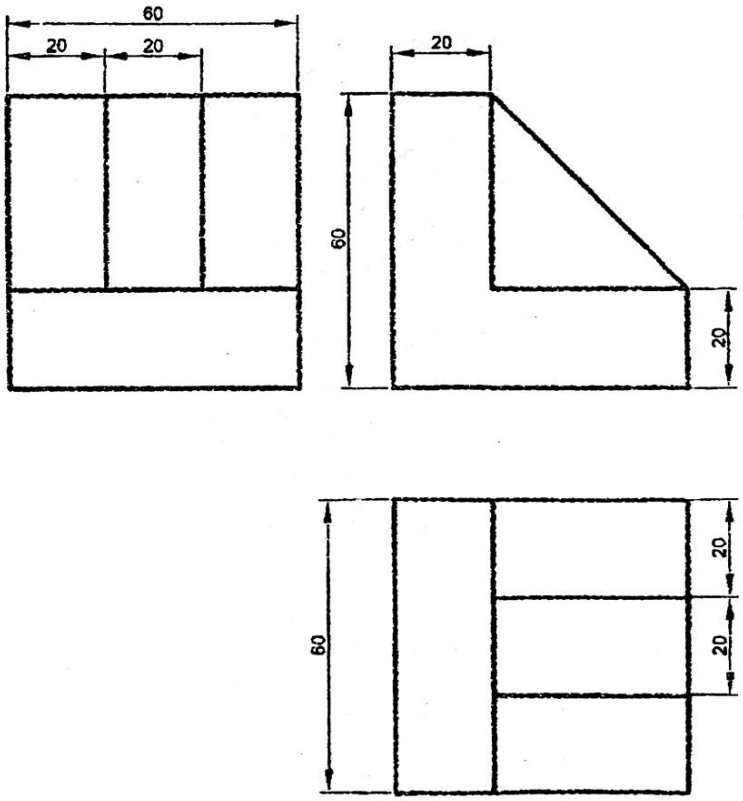

Figure 3 (شكل 3)
9. Draw the isometric view of the object shown in the figure 3.